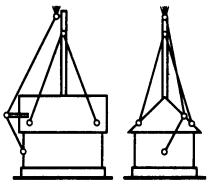

Рис. 225
93. Пользуясь чертежом (рис. 225), подсчитайте, сколько метров стальной проволоки потребовалось для закрепления мачты антенны и сколько метров медной проволоки ушло на отвод. Масштаб чертежа 1:200.